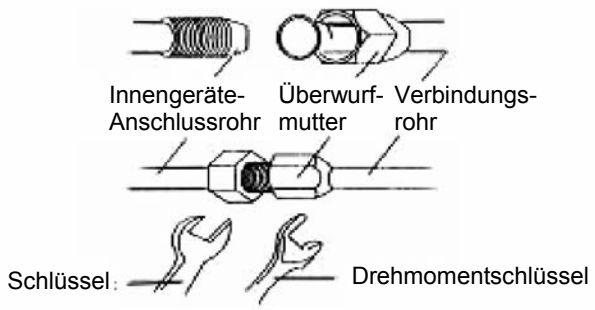

Abb. 34
2. Die Überwurfmutter mit Drehmomentschlüssel festziehen, bis er rutscht (Abb. 34).